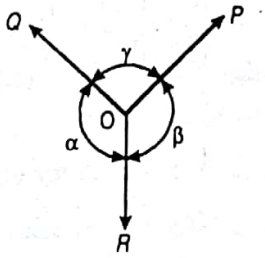

Fig. 1.39
37. Fig. 1.39 shows the three coplaner forces P, Q and R acting at a point O. If these forces are in equilibrium, then